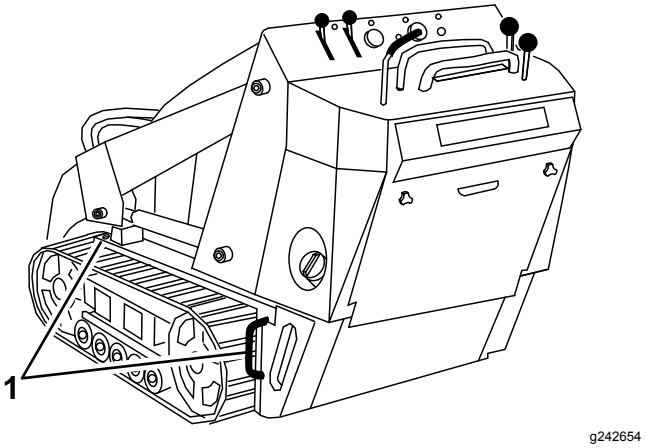

**Figur 20**
8. Använd maskinens fästöglor av metall för att säkra maskinen på släpet eller lastbilen med hjälp av spännband, kedjor, kablar eller rep (Figur 20). Kontrollera vilka lokala bestämmelser som gäller för transport på släp.
Du kan lyfta maskinen genom att använda fäst-/lyftöglorna som lyftpunkter. Se Figur 20.